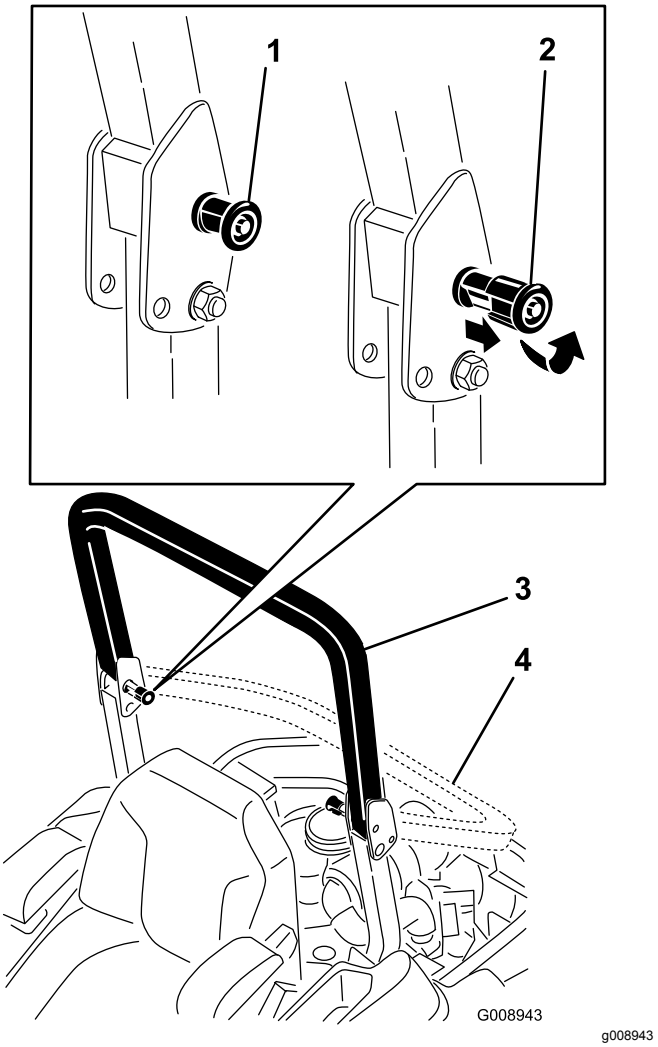

Figur 8
2. Træk begge greb ud, og drej dem 90°, så de ikke sidder fast (Figur 8).
3. Sænk styrtbøjlen til sænket position (Figur 8).
4. Hæv styrtbøjlen til betjeningsposition, og drej grebene, så de skubbes delvist ind i rillerne, for at hæve styrtbøjlen (Figur 8).
5. Løft styrtbøjlen til helt oprejst position, samtidig med at der skubbes på den øverste del af styrtbøjlen. Derefter springer stifterne på plads, når hullerne placeres ud for stifterne (Figur 8).